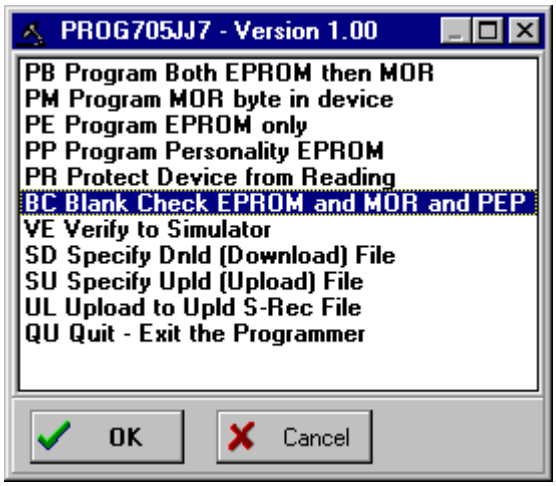

**Figure 6-21. Programmer Pick Window**
- **Pick Window:** The Pick Window (Figure 6-21) displays all programming actions and functions for you to select.